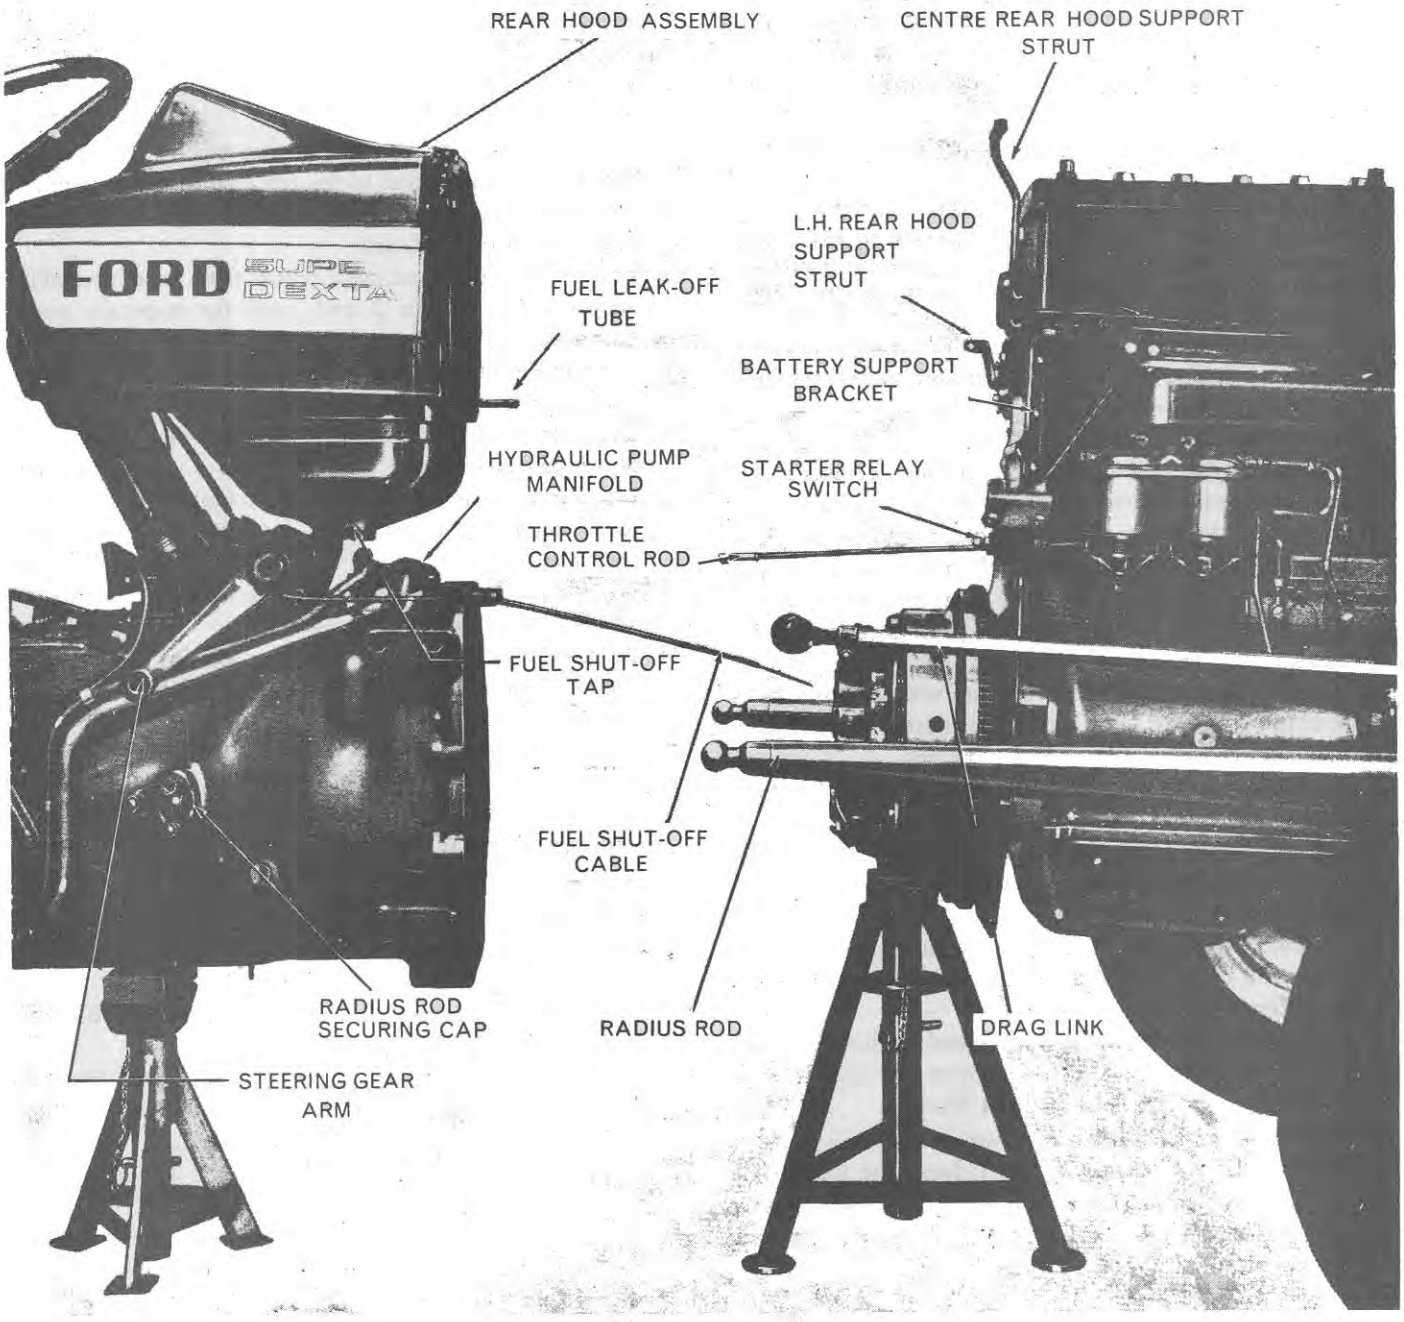

Figure 2
10. Disconnect the centre and left-hand rear hood assembly support struts by removing the respective nuts, bolts and washers, Figure 2.
12. Remove the two nuts, bolts and washers which secure the battery support bracket to the rear hood panel assembly, Figure 2.
14. Disconnect the lead between the starter relay switch, Figure 2, and the starter motor at the switch.
16. Disconnect the remaining three wiring leads from the starter relay terminals. (See item 20 regarding tractors with 'C' prefix.)
17. Remove the spring clip from the horizontal throttle rod, Figure 2, and disconnect the rod from underneath the fuel tank.
18. Disconnect the fuel shut-off cable, Figure 2, at the arm on the fuel injection pump. (Choke control on gasolene engines.)
19. Disconnect the fuel leak-off tube, Figure 2, by loosening the screw clamp situated above the fuel tank.
21. Disconnect the wiring to the terminals on the regulator. (See item 20 regarding tractors with 'C' prefix.)
22. Turn the fuel tap, Figure 2, to the 'off' position and disconnect the fuel tank to fuel filter pipe at the fuel tap.
7. Reconnect the wiring to the regulator terminals (see item 6 regarding tractors with 'C' prefix).
8. Reconnect the engine shut-off cable, Figure 2, on diesel engined tractors, to the arm on the fuel injection pump. Allow approximately $\frac{1}{4}$ in. (6·35 mm) free movement of of the cable at the control panel. (Reconnect the choke control cable on gasolene engines.)
16. Reconnect the horizontal throttle control rod, Figure 2, to the relay cross-shaft situated on the right-hand side underneath the fuel tank.
19. Position the left-hand and centre rear hood assembly support struts, Figure 2, and install the respective nuts, bolts and washers.